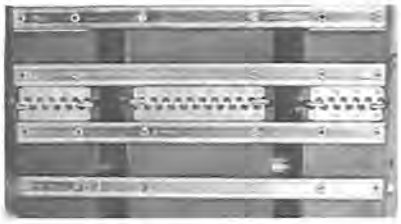

Figure 9-23
b. Remove hinge pins from track lacing (see Figure 9-23). Remove track from vehicle. Lay track in extended position on flat surface with cleat side down.